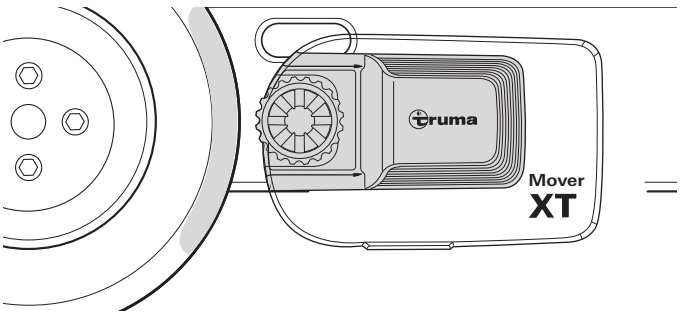

Fig. 30
- In posizione di allontanamento i rulli di trasmissione distano dagli pneumatici su entrambi i lati circa 20 mm (Fig. 30). Per istruzioni su come verificare la corretta distanza tra gli pneumatici e i rulli di trasmissione vedere il capitolo 6.1
- L'indicatore di stato non mostra più nessuna cifra (Fig. 30).